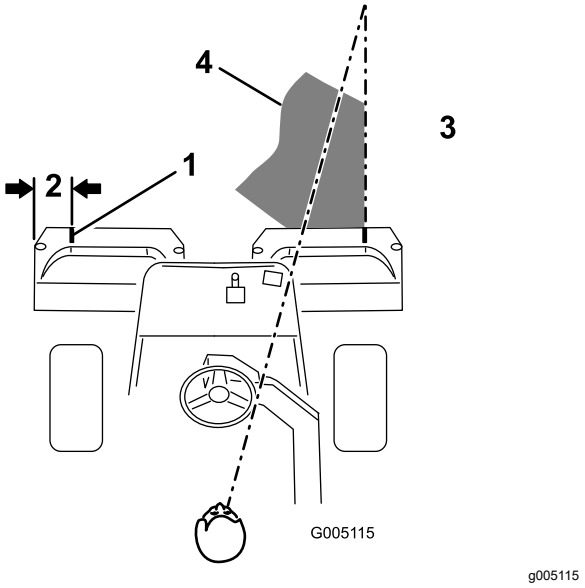

**Figuur 9**
2. Bevestig een strook witte tape of zet een streep op elke mand, die evenwijdig loopt aan de buitenrand van elke mand Figuur 9)